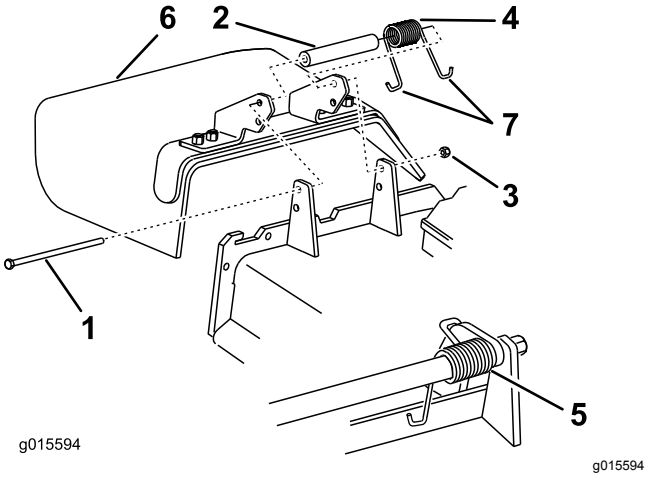

Figur 88
1. Fjern låsemøtrikken, bolten, fjederen og afstandsbøsningen, som fastholder græsdeflektoren til akselbeslagene (Figur 88).
Bemærk: Sørg for, at fjederens ene **J**-formede ende sidder bag skjoldets kant, før bolten monteres som vist i Figur 88.
6. Placer en af fjederens **J**-formede ender omkring græsdeflektoren (Figur 88).